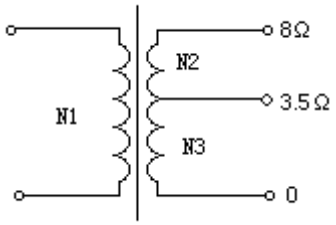

图 6
1. 如图 6，输出变压器的副绕组有中间抽头，以便接 8 或 3.5Ω的负载，两者都达到阻抗匹配，试计算图中副绕组两部分匝数之比 N_2/N_3。（计 6 分）。